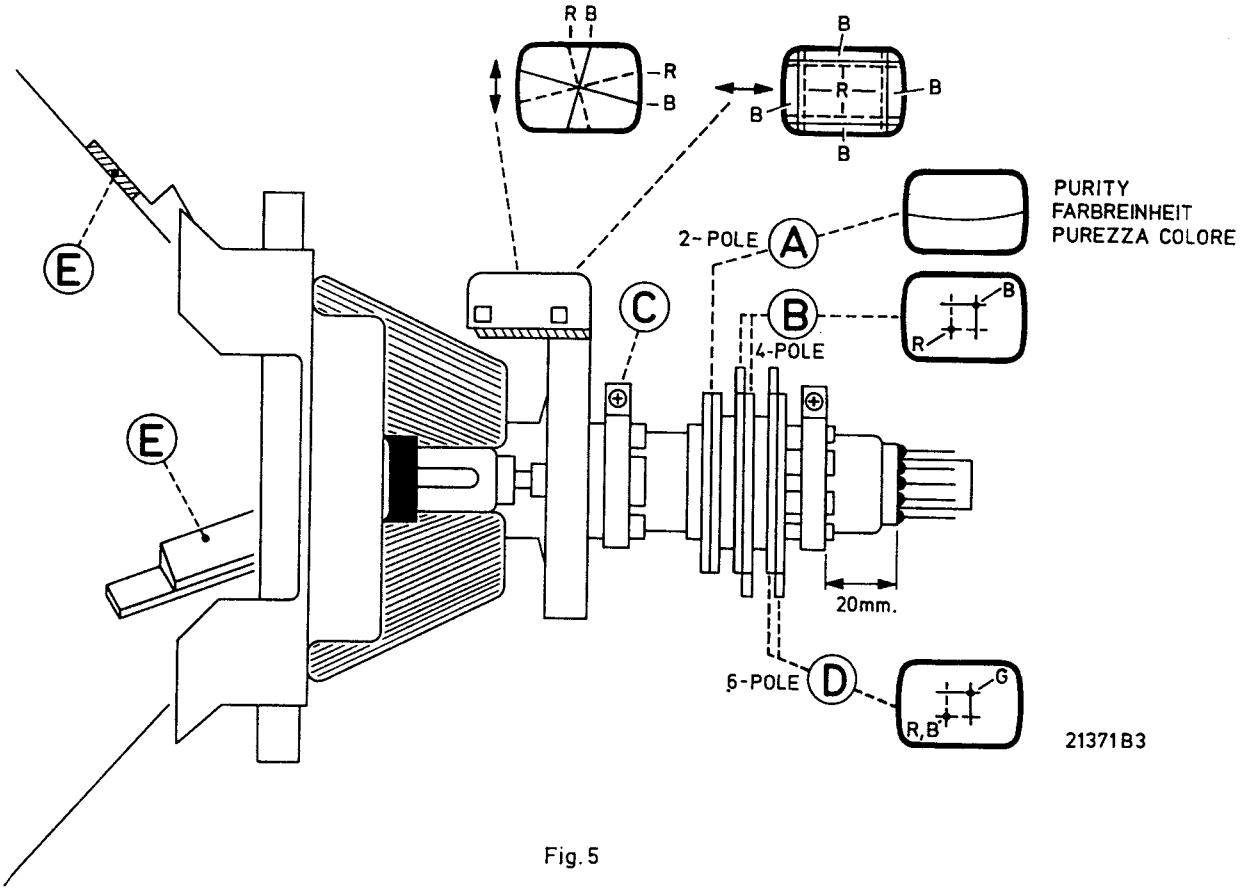

Fig. 5
Die nachstehend beschriebenen Farbreinheits- und Konvergenzeinstellungen müssen nur durchgeführt werden, wenn eine vollständig neue Einstellung notwendig ist oder wenn eine neue Bildröhre eingebaut worden ist. In anderen Fällen, z.B. nach Ersatz der Ablenkeinheit, wird es meistens nicht nötig sein, die Gummikeile (E in Bild 5) zu entfernen. Es brauchen dann nur Korrekturen mit der Multipoleinheit vorgenommen zu werden.
I. Farbreinheit (siehe Bild 5)
II. Statische Konvergenz (siehe Bild 5)